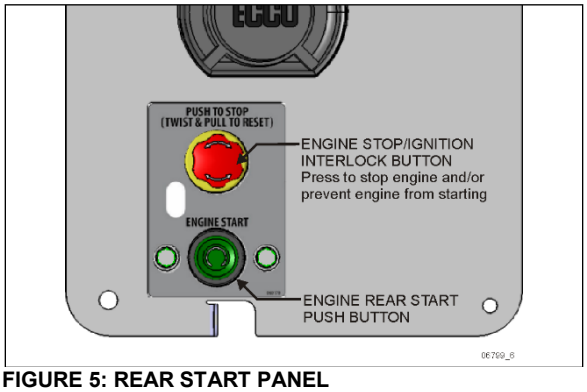

**FIGURE 5: REAR START PANEL**
3. On the engine compartment rear start panel (Figure 5), push the **engine stop/ignition interlock** button to prevent the engine from being started.